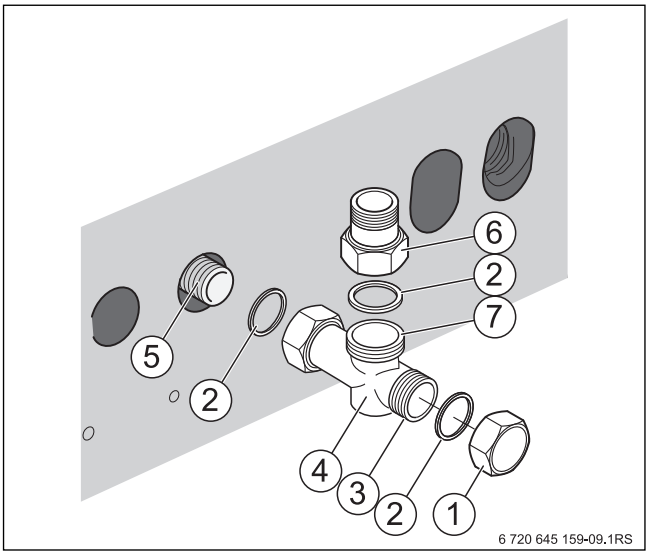

Рис. 10 Подключение обратной линии
- ▶ Подсоедините трубу обратной линии бойлера к заднему отводу тройника (→ рис. 10, [3]).